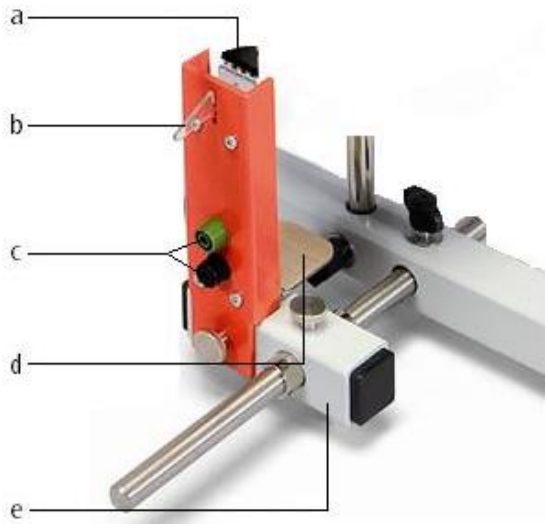

Fig. 1 Aufbau der Start/Stopp–Einheit: a Zeiger, b Auslösehebel, c Buchsen für Starter, d Konsole für Laserreflexsensor, d Stativrohr
6.1 Aufbau (siehe Fig. 1 und 2)
Mit der Start/Stopp-Einheit und dem Laser-Reflexsensor sind exakte Messungen über definierte Winkelsegmente möglich (siehe Fig. 1). Durch Betätigen des Hebels (8) erfolgt die mechanische Entriegelung der Drehscheibe und zeitgleich wird ein Schaltkontakt zwischen den Buchsen (6) geöffnet und löst die Zeitmessung aus. Der Laserreflexsensor ermöglicht das berührungs- und verzögerungsfreie Stoppen des Zeitmessvorganges.